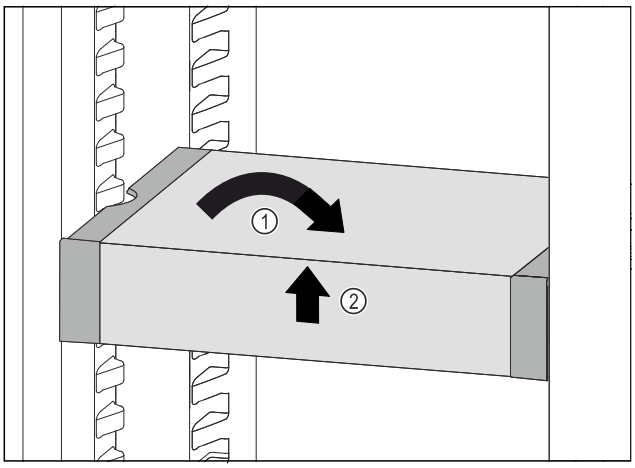

Fig. 130
▶ Predal VarioSafe postavite ravno. *Fig. 130 (1)*
▶ Predal VarioSafe dvignite spredaj. *Fig. 130 (2)*